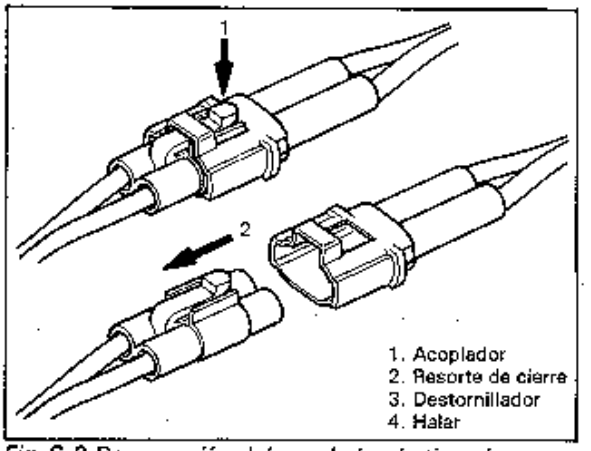

Fig. 6-2 Desconexión del acoplador de tipo cierre con seguro
- Al desconectar los acopladores, asegúrese de sujetar del acoplador y de no tirar del cableado preformado. Con el acoplador de tipo de cierre por resorte tal como se observa en la Fig. 6-2, extraiga el resorte antes de la desconexión, pero sólo en un grado tal que no se deforme el resorte. Si se intenta desconectar el acoplador sin destrabar el cierre, podrían producires daños en el acoplador. Al conectar el acoplador tipo de cierre, insértelo hasta escuchar un chasquido y conéctelo firmemente.